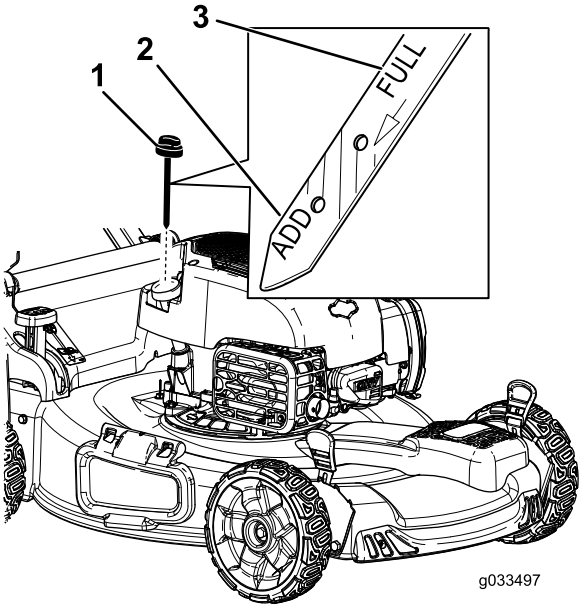

Figur 32
6. Fjern peilestaven fra oljefyllingsrøret (Figur 32).